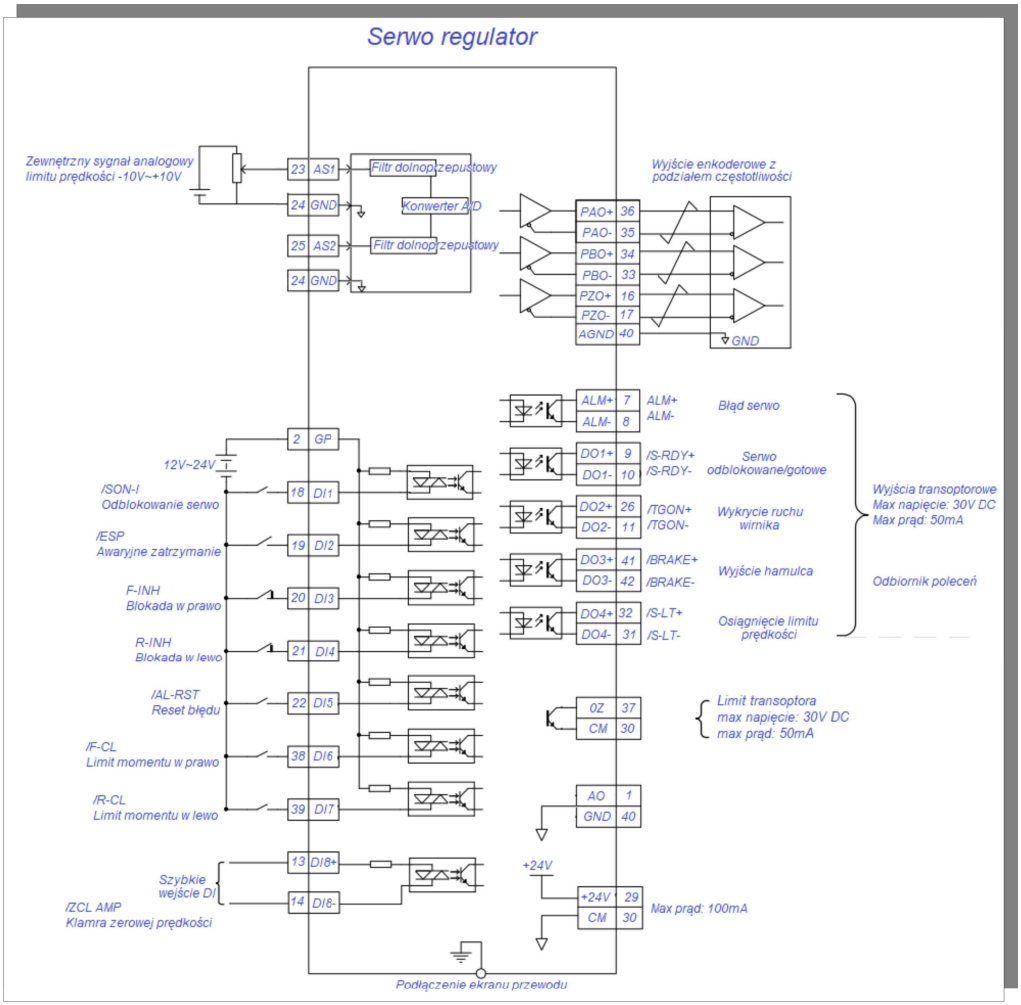
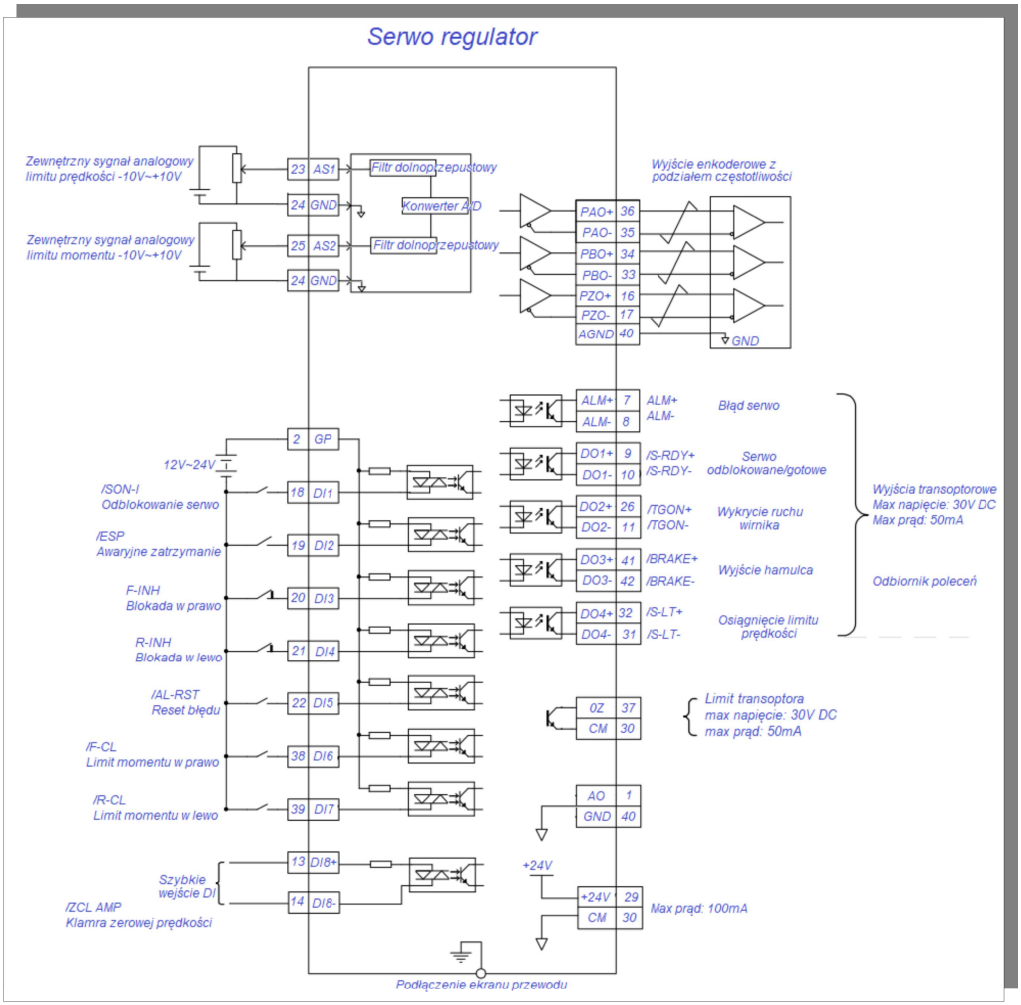

rys. 6.3.2 Okablowanie dla trybu sterowania momentem z wewnętrznego rejestru
rys. 6.3.3 Okablowanie dla trybu sterowania momentem z wejścia analogowego
- ★ Przeanalizować rys. 6.3.2 i rys. 6.3.3, aby prawidłowo podłączyć sterowanie DI/DO,